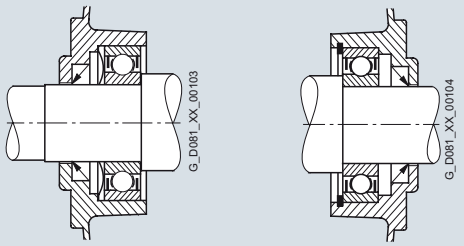

Fig. 3: Drive-end bearing — Non-drive end bearing
On request, the located bearing can also be supplied at the drive end (DE) (see Figure 3 of the Diagrams of bearings, Page 0/124).